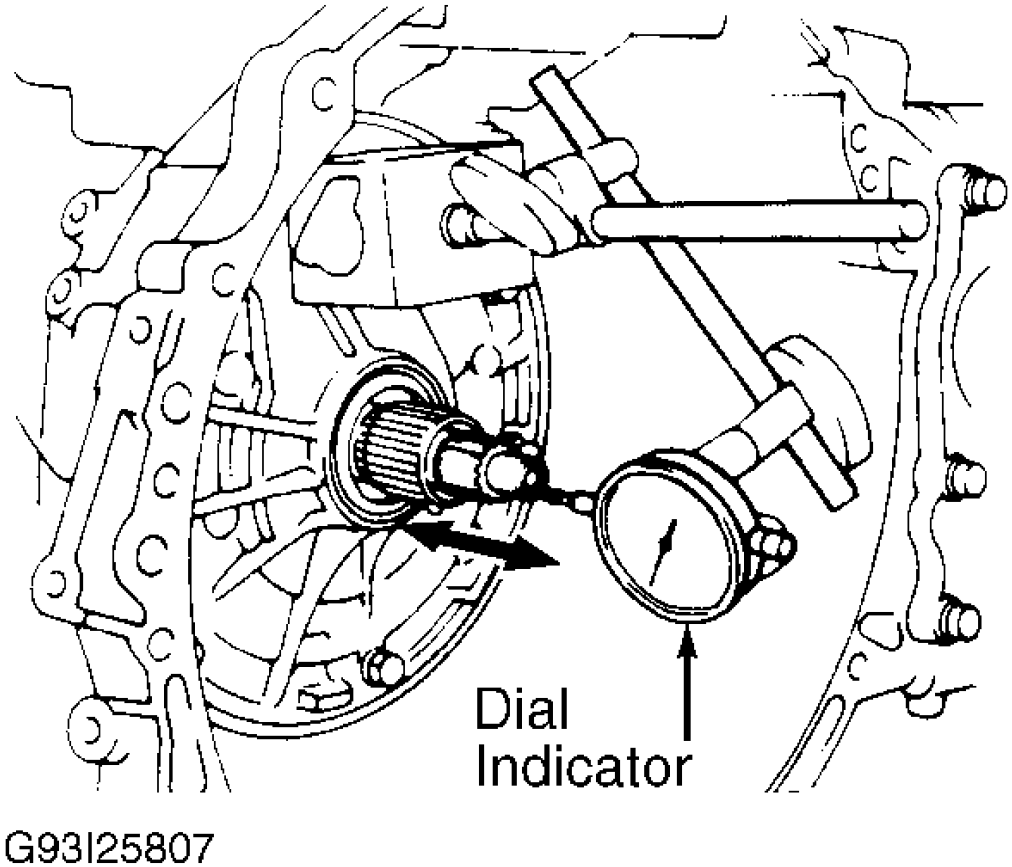

Fig. 71: Measuring Input Shaft End Play
16. Measure end play of input shaft. See **Fig. 71** . End play should be .010-.035" (.25-.90 mm) for A-540E and A-541E transaxles or .012-.035" (.30-.90 mm) for A-540H transaxle. If end play is not within specification, replace front bearing on forward clutch. Bearings are available in thicknesses of .142" (3.60 mm) and .165" (4.19 mm) for A-540E and A-541E transaxles or in thicknesses of .031" (.08 mm) and .055" (1.40 mm) for A-540H transaxle. Check input shaft rotation. Ensure shaft turns smoothly.